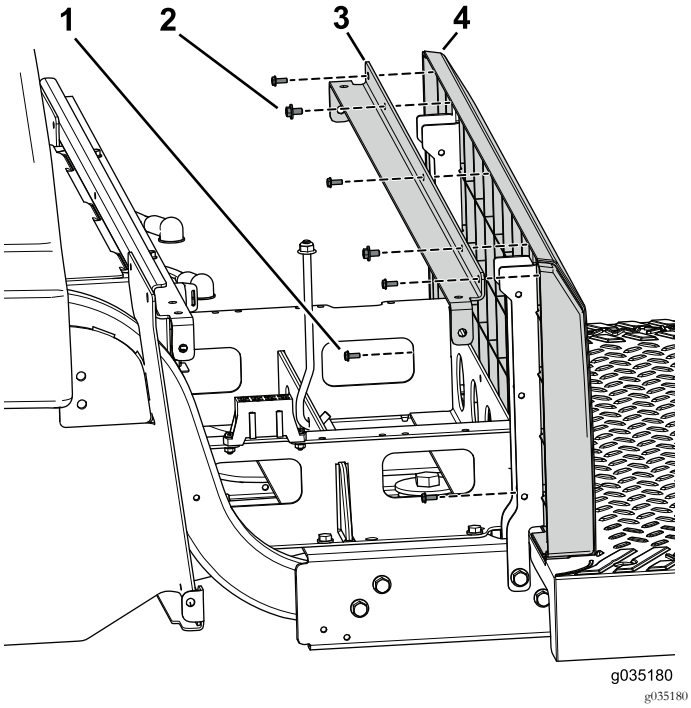

Figur 85
5. Sätt fast det vinklade stödfästet och sätessockelns panel på de vänstra och högra sätesstöden med två skruvar med brickor (1/4 x 1/2 tum) (Figur 85).
6. Sätt fast den bakre panelen på det vinklade stödfästet och sätesstöden med fem skruvar (nr 10 x 1/2 tum) (Figur 85).